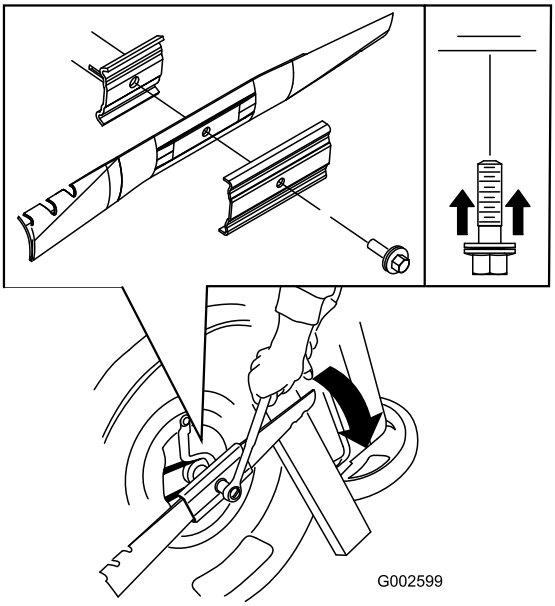

Figur 26
5. Monter den nye kniven (drei knivbolten med urviseren) ved hjelp av skruene og mutterene du sparte (Figur 26).